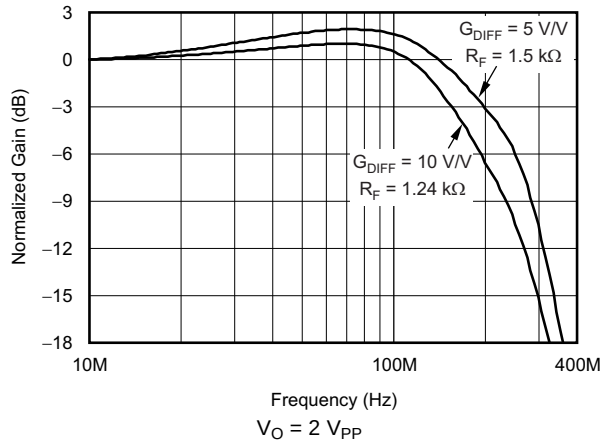

Figure 1. Small-Signal Frequency Response
(2) This specification is 100% tested at 25°C.
(3) Test circuit is shown in Figure 1.